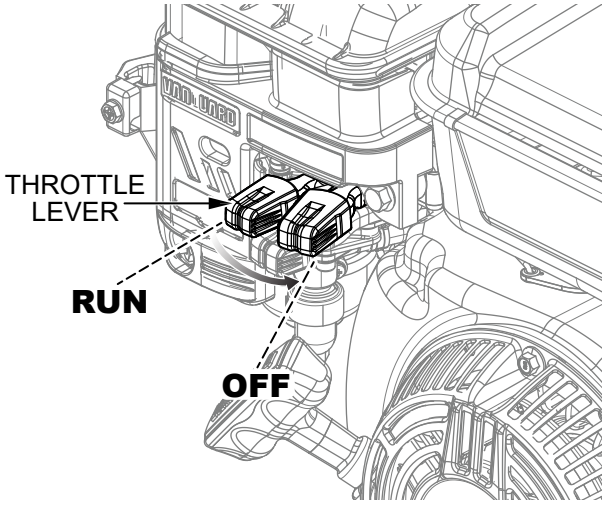

Figure 49. Engine Throttle Lever (OFF)
2. After the engine has cooled, place the engine throttle lever in the **OFF** position (Figure 49). This action will also turn off the engine fuel valve.